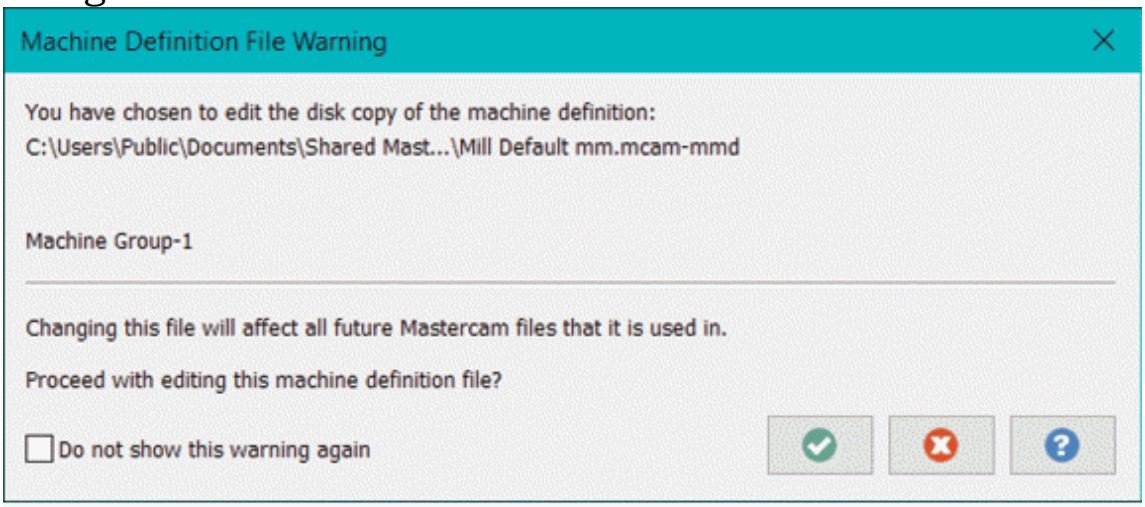

Figure-7. Machine Definition File Warning dialog box
- Click on the **Machine Definition** tool from the **Job Setup** panel in the **Machine** tab of the **Ribbon**. If the default machine definition is selected for editing then the **Machine Definition File Warning** dialog box will be displayed; refer to Figure-7.